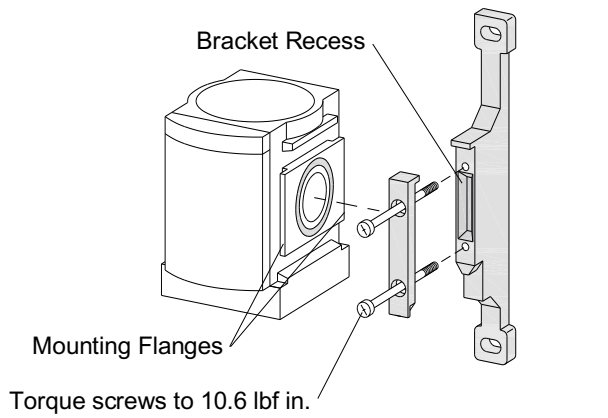

Figure 39
**7.10.3** After installing the O-ring, place the part against the one next to it, making sure the flanges on the parts fit into the recess on the bracket, as shown in Figure 39.